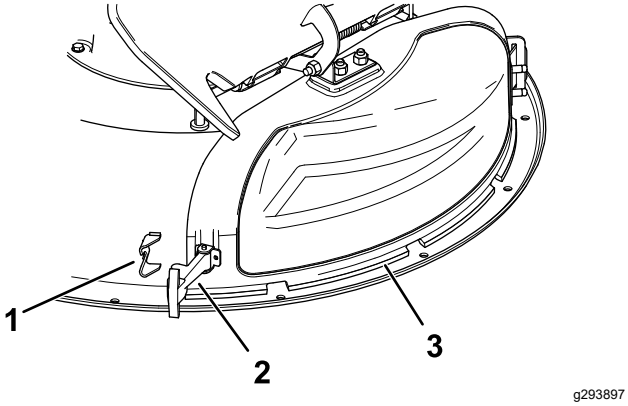

Figur 12
3. Hekt den fleksible låsen av låsekroken på utslippsdekslet og vri utslippsdekslet til høyre (Figur 12).
6. Fest utslippsdekselet til klippeenheten ved å hekte den fleksible låsen på utslippsdekselet til holdeklemmen på klippeenheten (Figur 12).